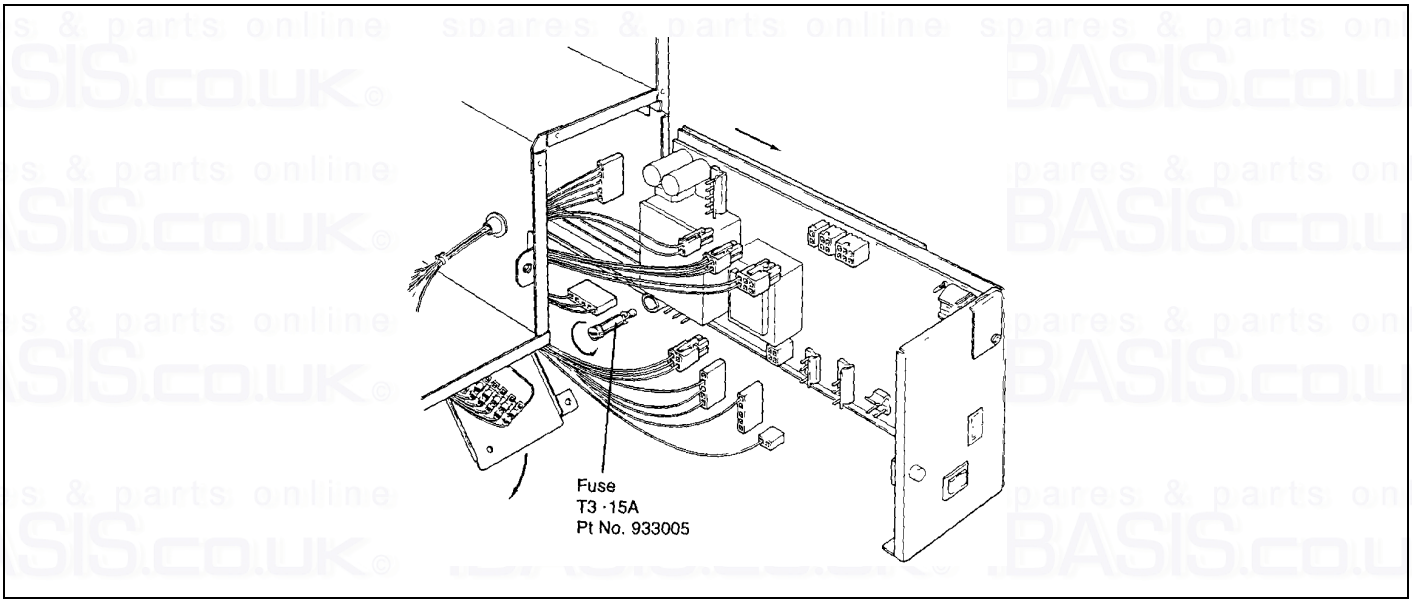

FIG. 23 REMOVING CONTROL TRAY
d) Gently pull front panel forward removing connectors from the control as they become accessible. FIG. 23.